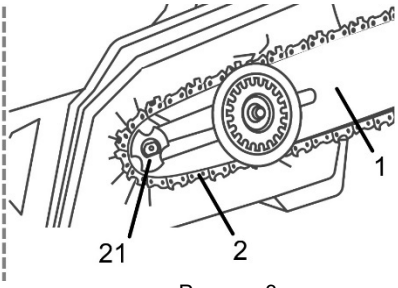

Рисунок 3
- розмістіть ланки ланцюга навколо приводної зірочки (21, рисунок 3). Встановіть напрямну шину (1, рисунки 1 і 3) на корпус виробу таким чином, щоб напрямні втулки вільно увійшли в отвори шини;